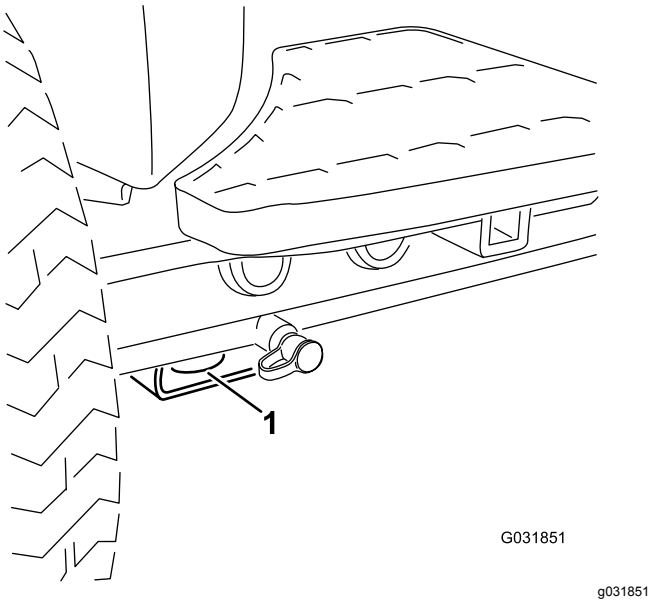

Figur 38
- Fram – hål i det fyrkantiga belägget under axelröret inuti båda framdäcken (Figur 38)